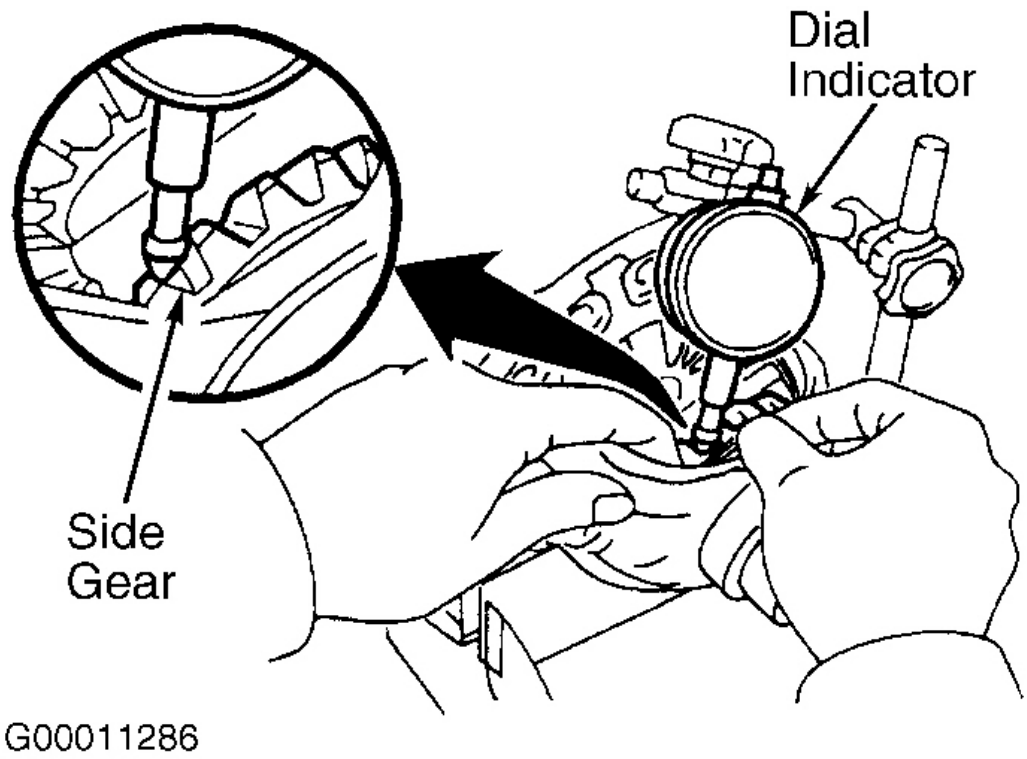

Fig. 60: Measuring Side Gear Backlash
1. Perform pre-disassembly inspection. Position dial indicator assembly on transaxle case. Position dial indicator tip against side gear. See **Fig. 60**. Measure side gear backlash while holding one pinion gear toward case. Backlash should be .002-.008" (.05-.20 mm). Note and record reading.
3. Mount differential case in a soft-jawed vise. Using a dial indicator, check side gear backlash. Hold one pinion gear against case. Measure side gear backlash. See **Fig. 60**. Backlash must be .002-.008" (.05-.20 mm). If backlash is not within specification, side gear thrust washers must be replaced.